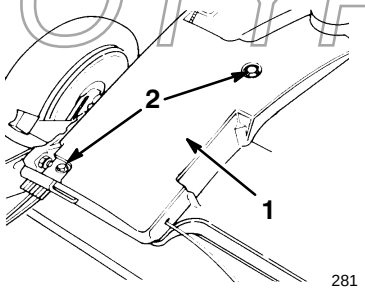

Afbeelding 26
1. Zorg dat de motor uitgeschakeld is, en verwijder dan de twee bouten waarmee de drijfriemkap vastgezet is (Afb. 26).
2. Haal de bouten los waarmee de drijfriemkap aan de maaikast bevestigd is (Afb. 26).